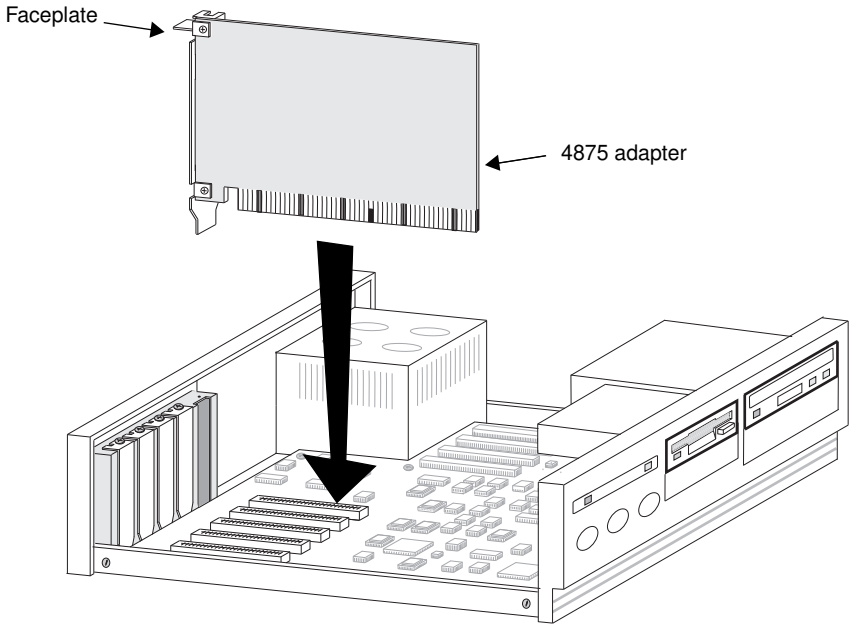

Figure 2-1. Inserting the Adapter
5. Insert the adapter in the EISA slot as shown in Figure 2-1.